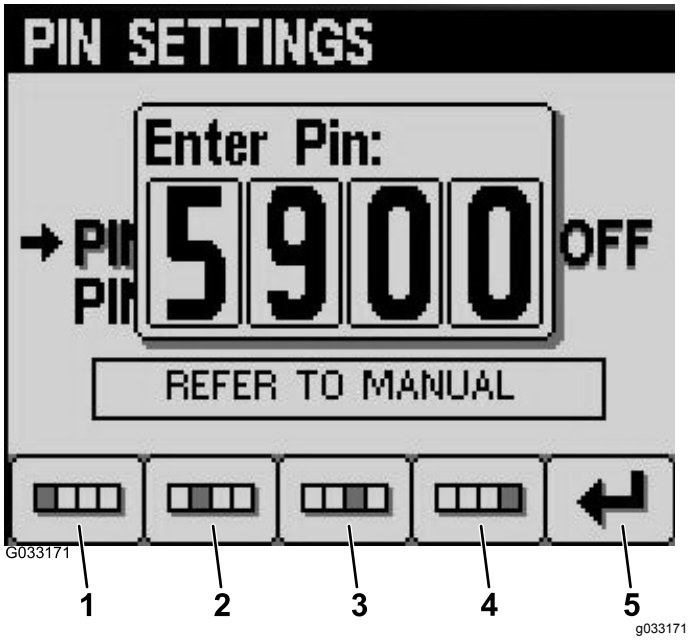

Figur 23
6. Ange standard-PIN, 5900, på skärmen Ange PIN-kod med knappar 1–4 för att välja siffrorna, och tryck på knapp 5 för att slutföra PIN-koden (Figur 23).